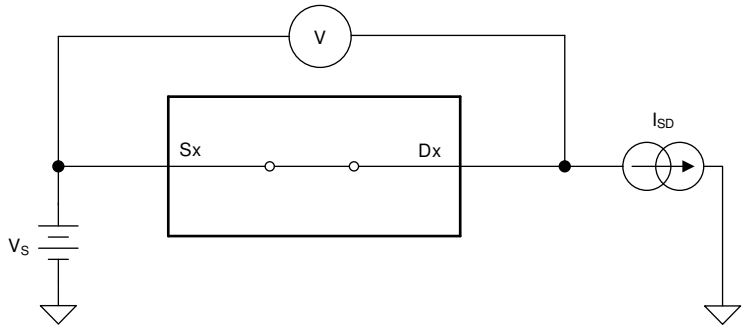

**Figure 27. On-Resistance Measurement Setup**
The on-resistance of a device is the ohmic resistance between the source (Sx) and drain (Dx) pins of the device. The on-resistance varies with input voltage and supply voltage. The symbol $R_{ON}$ is used to denote on-resistance. The measurement setup used to measure $R_{ON}$ is shown in Figure 27. Voltage (V) and current ($I_{SD}$) are measured using this setup, and $R_{ON}$ is computed as shown below with $R_{ON} = V / I_{SD}$: